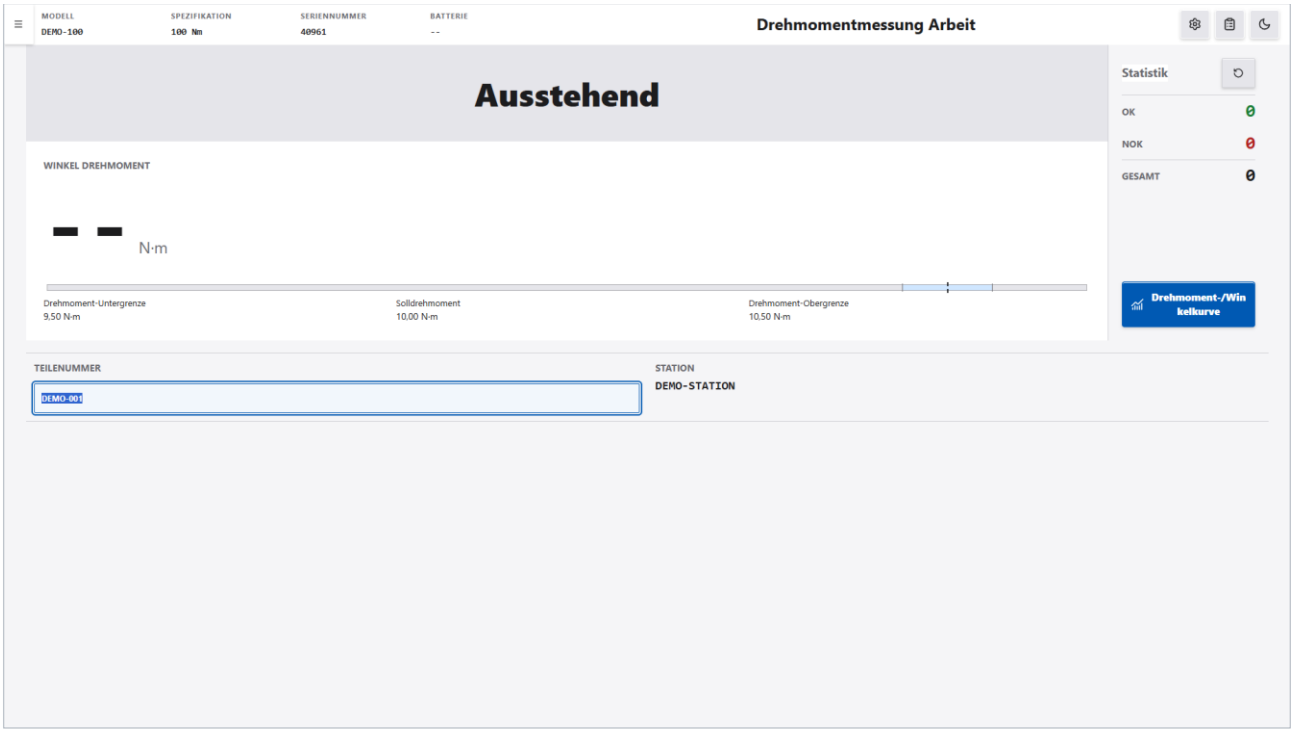

Abbildung 7-1 Arbeitsbildschirm Drehmomentmessung
1. Klicken Sie im Navigationsmenü auf „Rotationssensor“ → „Drehmomentmessung“. Der Bildschirm zeigt zuerst „Wird geladen...“ und dann „Drehmomentmessung Arbeit“; das Bewertungsbanner zeigt „Ausstehend“, und der Cursor steht in „Teilenummer“ (siehe Abbildung 7-1).